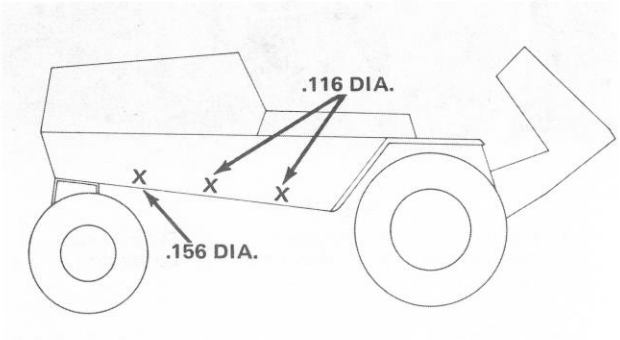

Figure 15
6. Stretch screen up over right hand side of frame and use to locate position for front two (2) snap studs. Drill two (2) .116 dia. holes in right side of unit (Fig. 15).
7. Locate position for rear snap stud and drill one (1) .156 dia. hole through side frame and engine strap (Fig. 15).